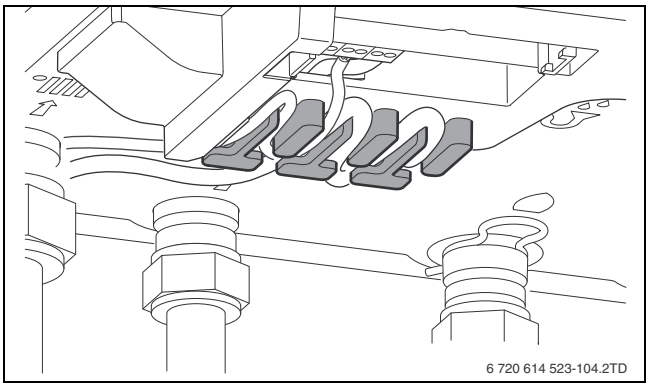

Afb. 24 Trekontlasting
▶ Voer de bekabeling van de aangesloten elektrische componenten door de trekontlasting (→ afb. 24).